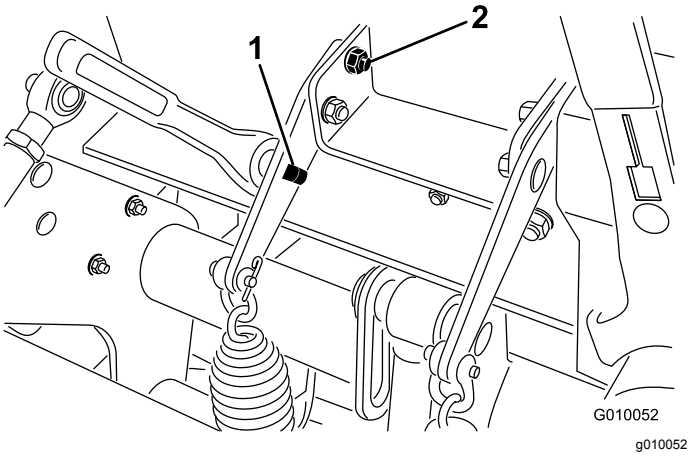

**Figur 38**
3. Sätt in en 1/2 tum spärrhake eller liknande i det fyrkantiga hålet i fjäderplattan (Figur 38).